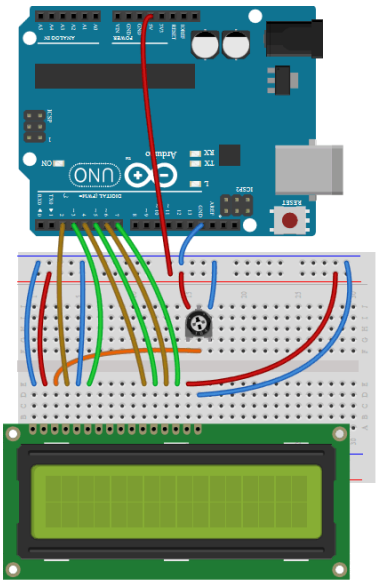

Rys. 1. Schemat montażowy podłączenia wyświetlacza tekstowego LCD 2x16 do Arduino (źródło: forbot.pl)
- Podłącz wyświetlacz zgodnie z przykładowym rysunkiem montażowym (Rys. 1)